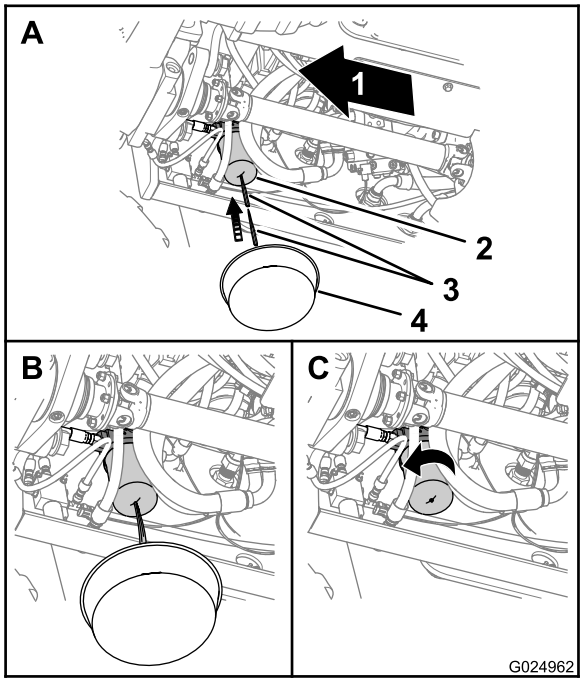

Figure 96
1. Placez un bac de vidange sous le filtre à huile de transmission (Figure 96).
2. Percez le fond du filtre à huile de transmission et vidangez le restant de liquide hydraulique dans le bac de vidange (Figure 96).
3. Déposez le filtre à huile de transmission à l'aide d'une clé à filtre, et mettez le filtre au rebut (Figure 96).
6. Posez le filtre neuf à la main et serrez-le de 1/2 à 3/4 de tour une fois qu'il touche la tête de filtre (Figure 96).